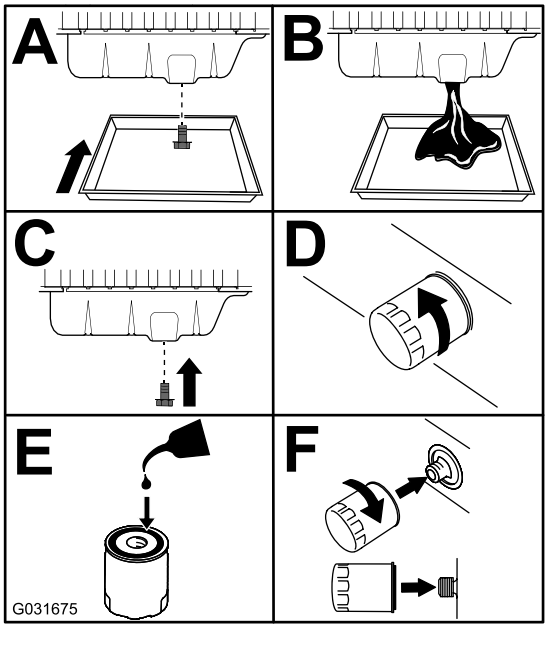

**Figuur 72**
3. Ververs de motorolie en vervang het filter (Figuur 72).